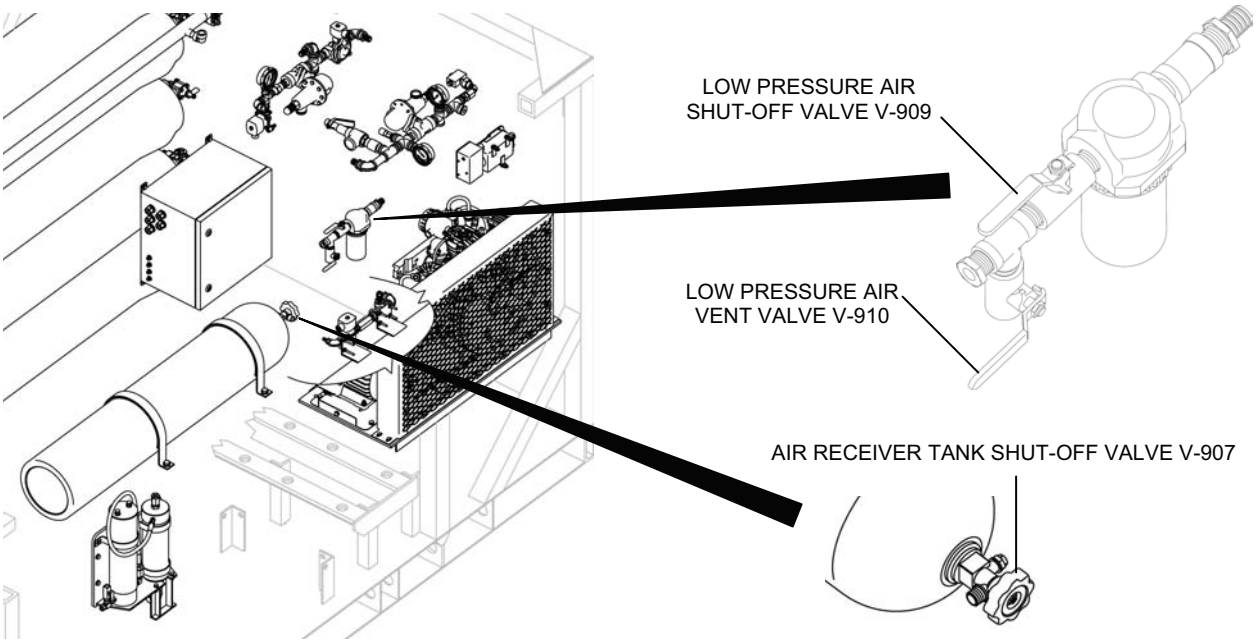

Figure 7. Valves for Bleeding the Air System.
1. Bleed the entire air system as follows (see Figure 7)